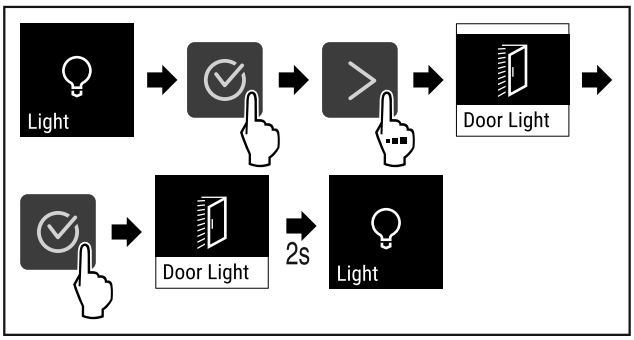

Fig. 70
▶ Ejecutar los pasos (consulte Fig. 70) .